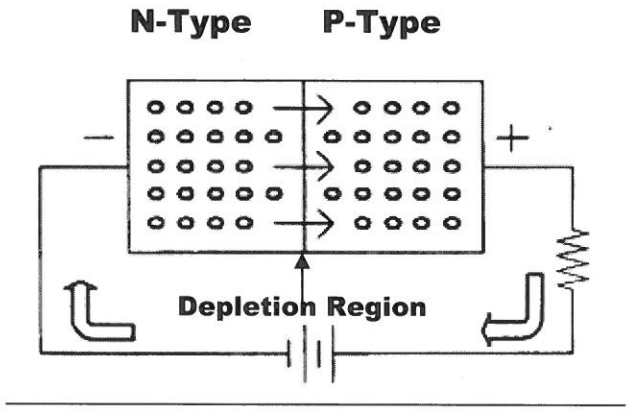

Figure 3-7
- An external DC potential (such as a battery) applied across a PN junction is called a bias. Figure 3-7 is a diagram of a forward biased junction.